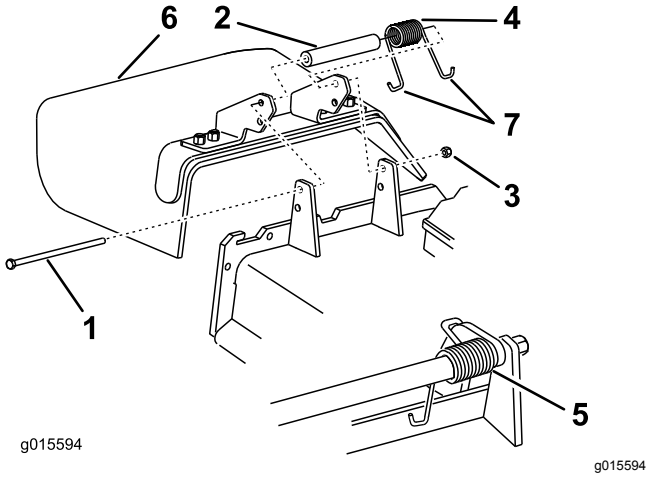

Figur 109
1. Fjern låsemøtrikken, bolten, fjederen og afstandsbøsningen, som fastholder græsdeflektoren til akselbeslagene (Figur 109).
2. Fjern den beskadigede eller slidte græsdeflektor (Figur 109).
Bemærk: Sørg for, at fjederens J-formede ende monteres bag skjoldets kant, før bolten monteres som vist i Figur 109.
6. Placer fjederens J-formede krogende omkring græsdeflektoren (Figur 109).